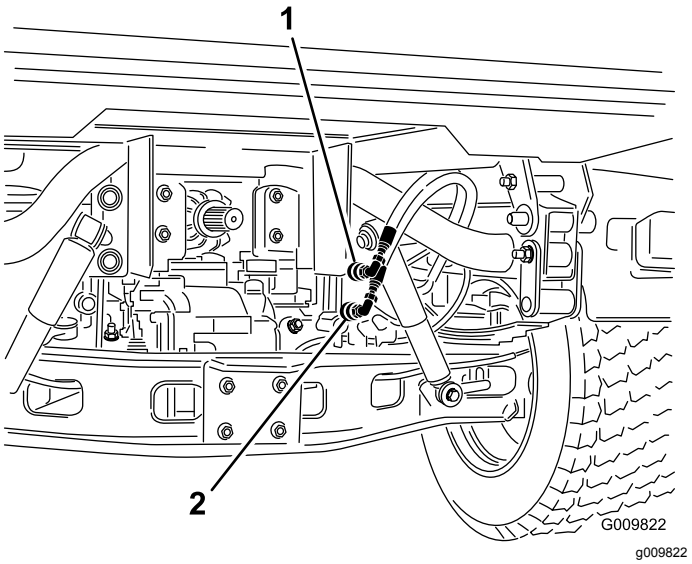

Figur 76
2. På begge maskiner: Kobl de to lynkoblingsslanger fra slangerne, der er fastgjort på koblingsholderen (Figur 76).